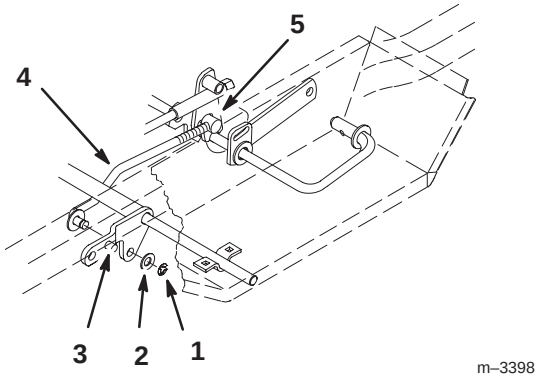

Figure 6
5. Remove E-ring, washer and lift link from front lift arm (Fig. 6).
6. Hold front lift arm up until stop contacts frame (Fig. 6).
8. Adjust length of lift rod, by turning in\out of trunnion, so end just slides into mounting hole in front lift arm (Fig. 6).
9. Slide lift rod into hole and secure with previously removed washer and E-ring (Fig. 6).